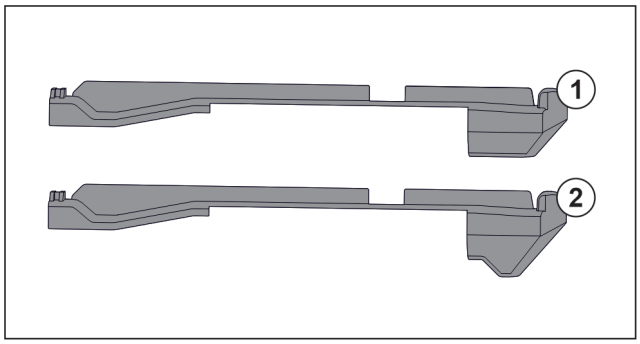

Fig. 108 Comparing attachments
There are two different attachments in the appliance. The attachment above the lowest drawer *Fig. 108 (2)* has a three-cornered edge. All other attachments *Fig. 108 (1)* have a straight edge.
▶ Fit attachment *Fig. 108 (2)* with the three-cornered edge above the lowest drawer.
▶ Fit attachment *Fig. 108 (1)* with straight edge in all other positions.